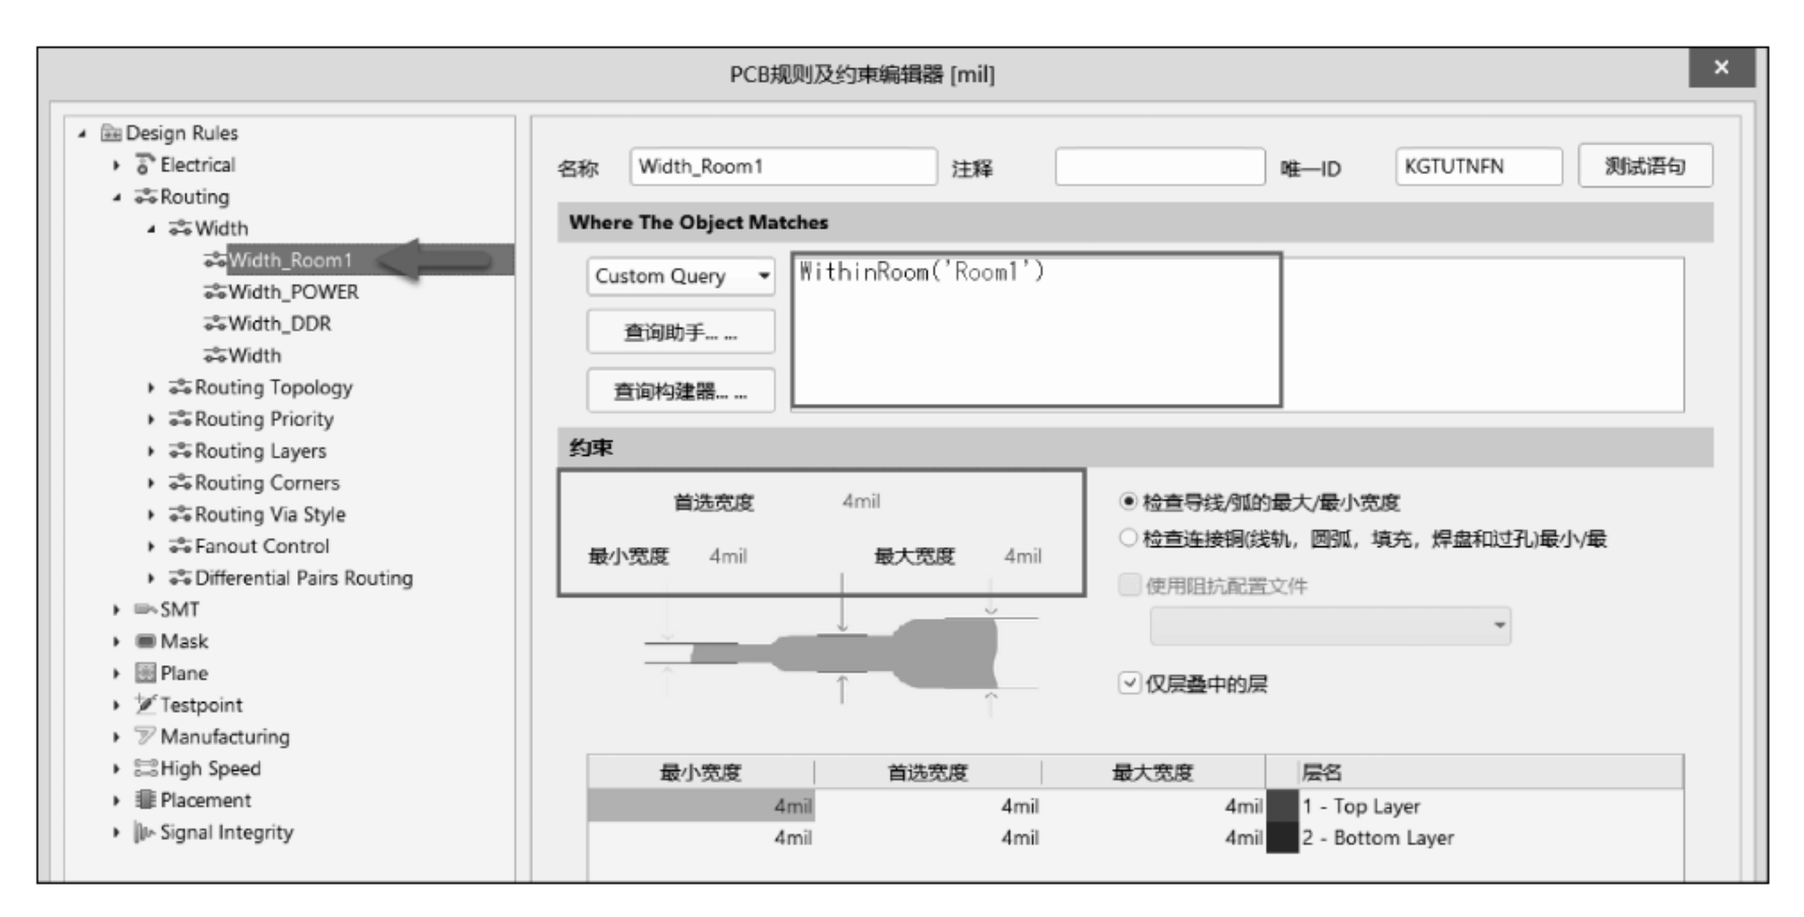

图 2-29　设置 Room 规则
(3) 按快捷键 D+R,打开"PCB 规则及约束编辑器"对话框,新建一个线宽规则,并为前面放置的 Room 设置约束条件。在 Custom Query 中单击"查询助手"按钮,输入查询语句 WithinRoom('Room 名称'),如图 2-29 所示。